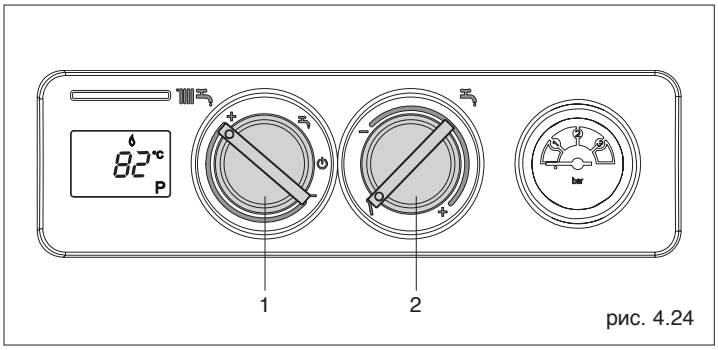

рис. 4.24
- переведите переключатель режимов работы (2, рис. 4.24) на символ
- переведите регулятор температуры воды в системе отопления (1, рис. 4.24) на максимум (конец шкалы **+**)
- установите переключатели (1 и 2, рис. 4.24) обратно в те положения, которые соответствуют уставкам температуры в контурах отопления и ГВС.